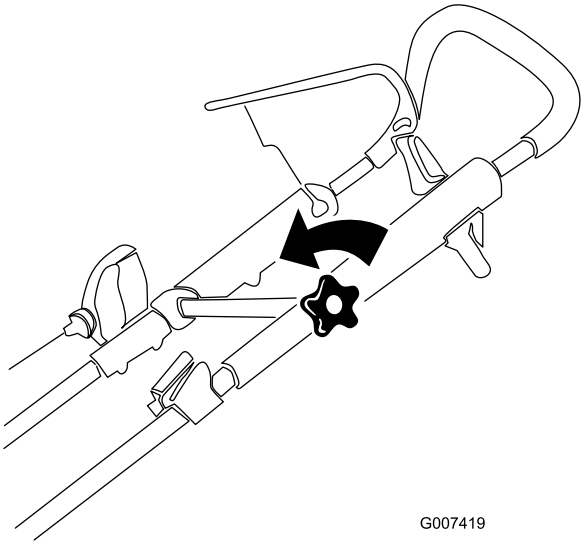

Figur 16
1. Lossa det övre handtagsvredet (Figur 16).